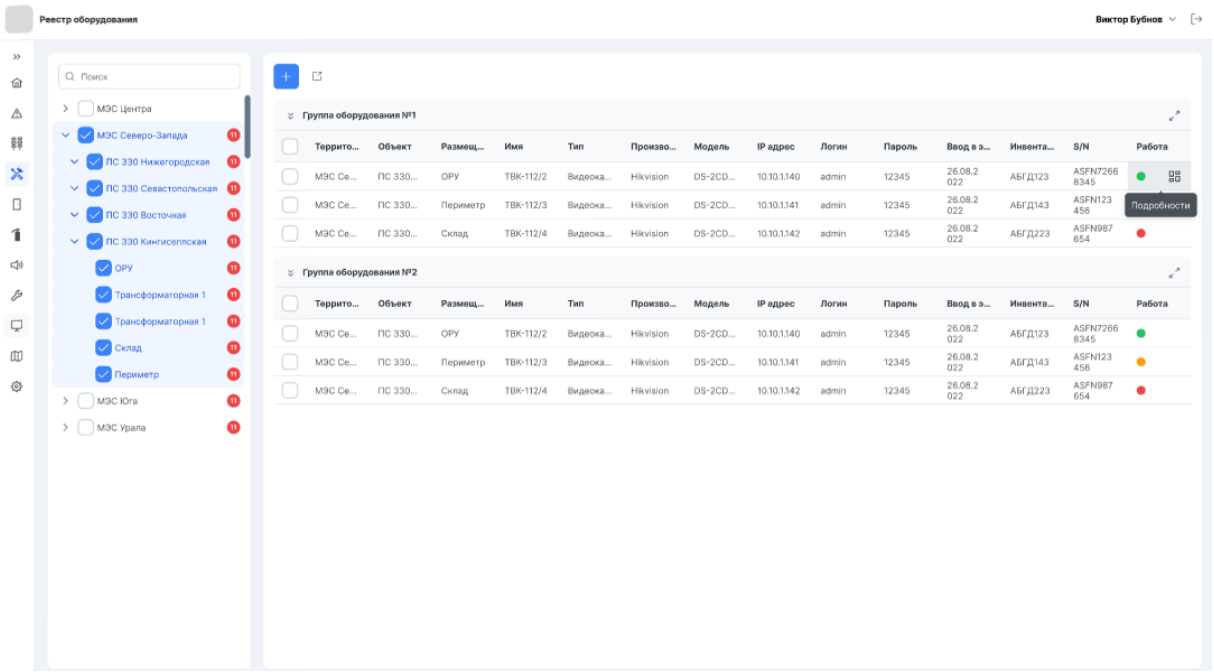

Рисунок 25 – Переход к подробной информации по оборудованию
1) Навести курсор мыши на столбец "Работа" в строке требуемого оборудования, отобразится кнопка "Подробности" (рисунок 25).